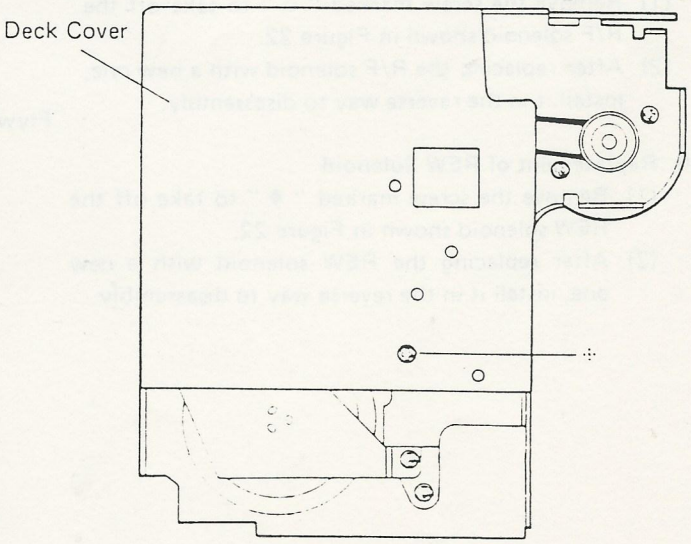

Figure 18
(1) Remove the screw marked " ※ " to take the deck cover off shown in Figure 18.